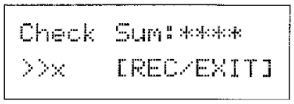

fig. 3
5) Play the song. fig. 3 appears on the JP-8000 display.
5) 演奏を開始する。JP-8000のディスプレイに、fig. 3が表示される。